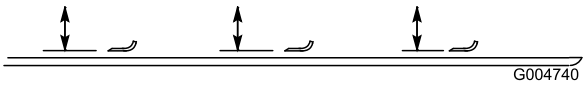

図 83
2. デッキの天井から各ブレードの前端の刃先までの距離を測る図 83。